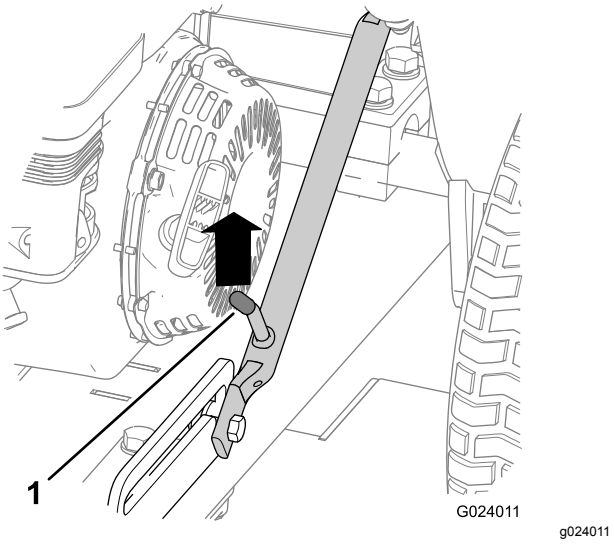

Figura 7
4. Empurre a estrutura de engate até desbloquear a alavanca de trinco do bloqueio de deslize (Figura 7).